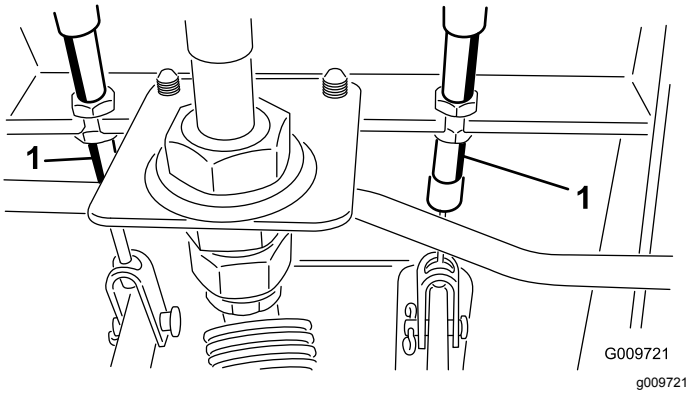

Figuur 80
A. Draai de voorste moer op het draadeinde van de remkabel los (Figuur 80).